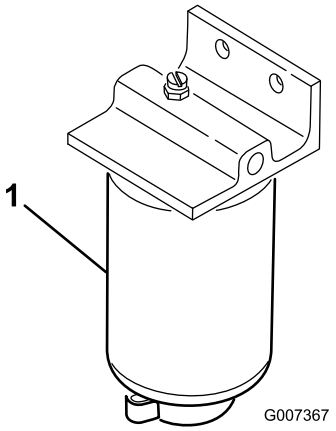

Figur 28
2. Anbring en dræningsbakke under filteret (Figur 28).
3. Åbn aftapningsproppen i bunden af brændstoffilteret og tøm evt. ansamlet vand (Figur 28). Spænd proppen efter aftapning.